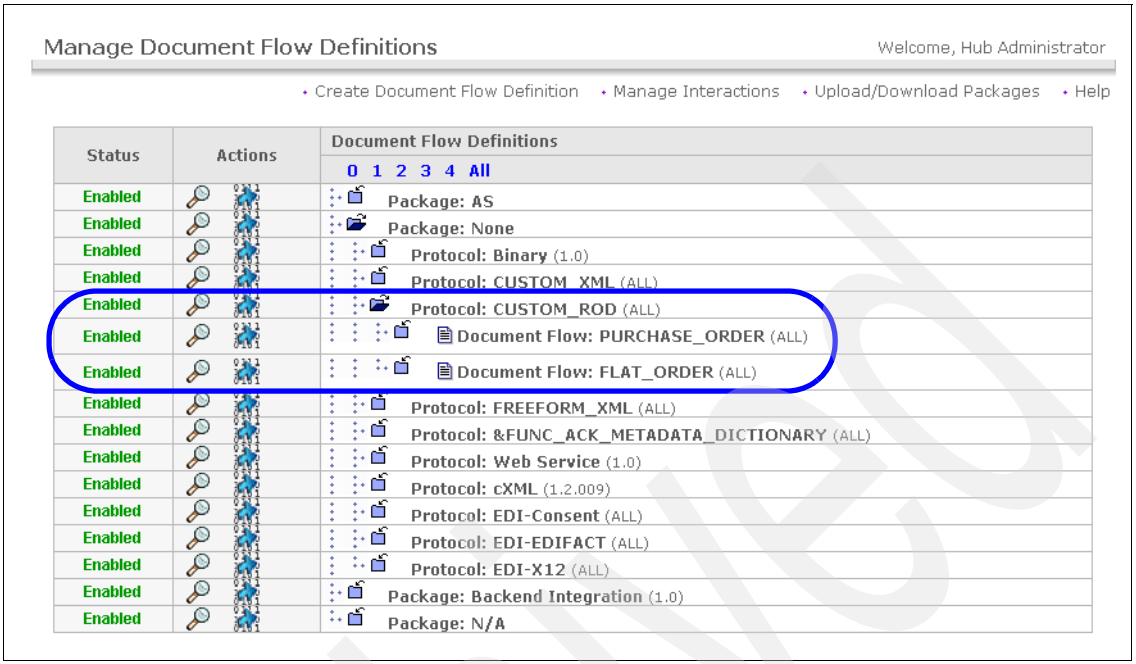

Figure 16-27 Verifying if the required document flow definition for Company E is enabled
2. As shown in Figure 16-27 on page 560, verify that the required document flow definition for Company E is enabled.
2. Because Company X has to have the B2B capability to receive None/CUSTOM_ROD/PURCHASE_ORDER, first, verify if the required B2B capability is enabled, which we have already done as shown in Figure 16-27 on page 560.
2. Because Company X has to have the B2B capability to receive None/CUSTOM_ROD/PURCHASE_ORDER first, verify that the required B2B capability is enabled. We have already done this, as shown in Figure 16-27 on page 560.